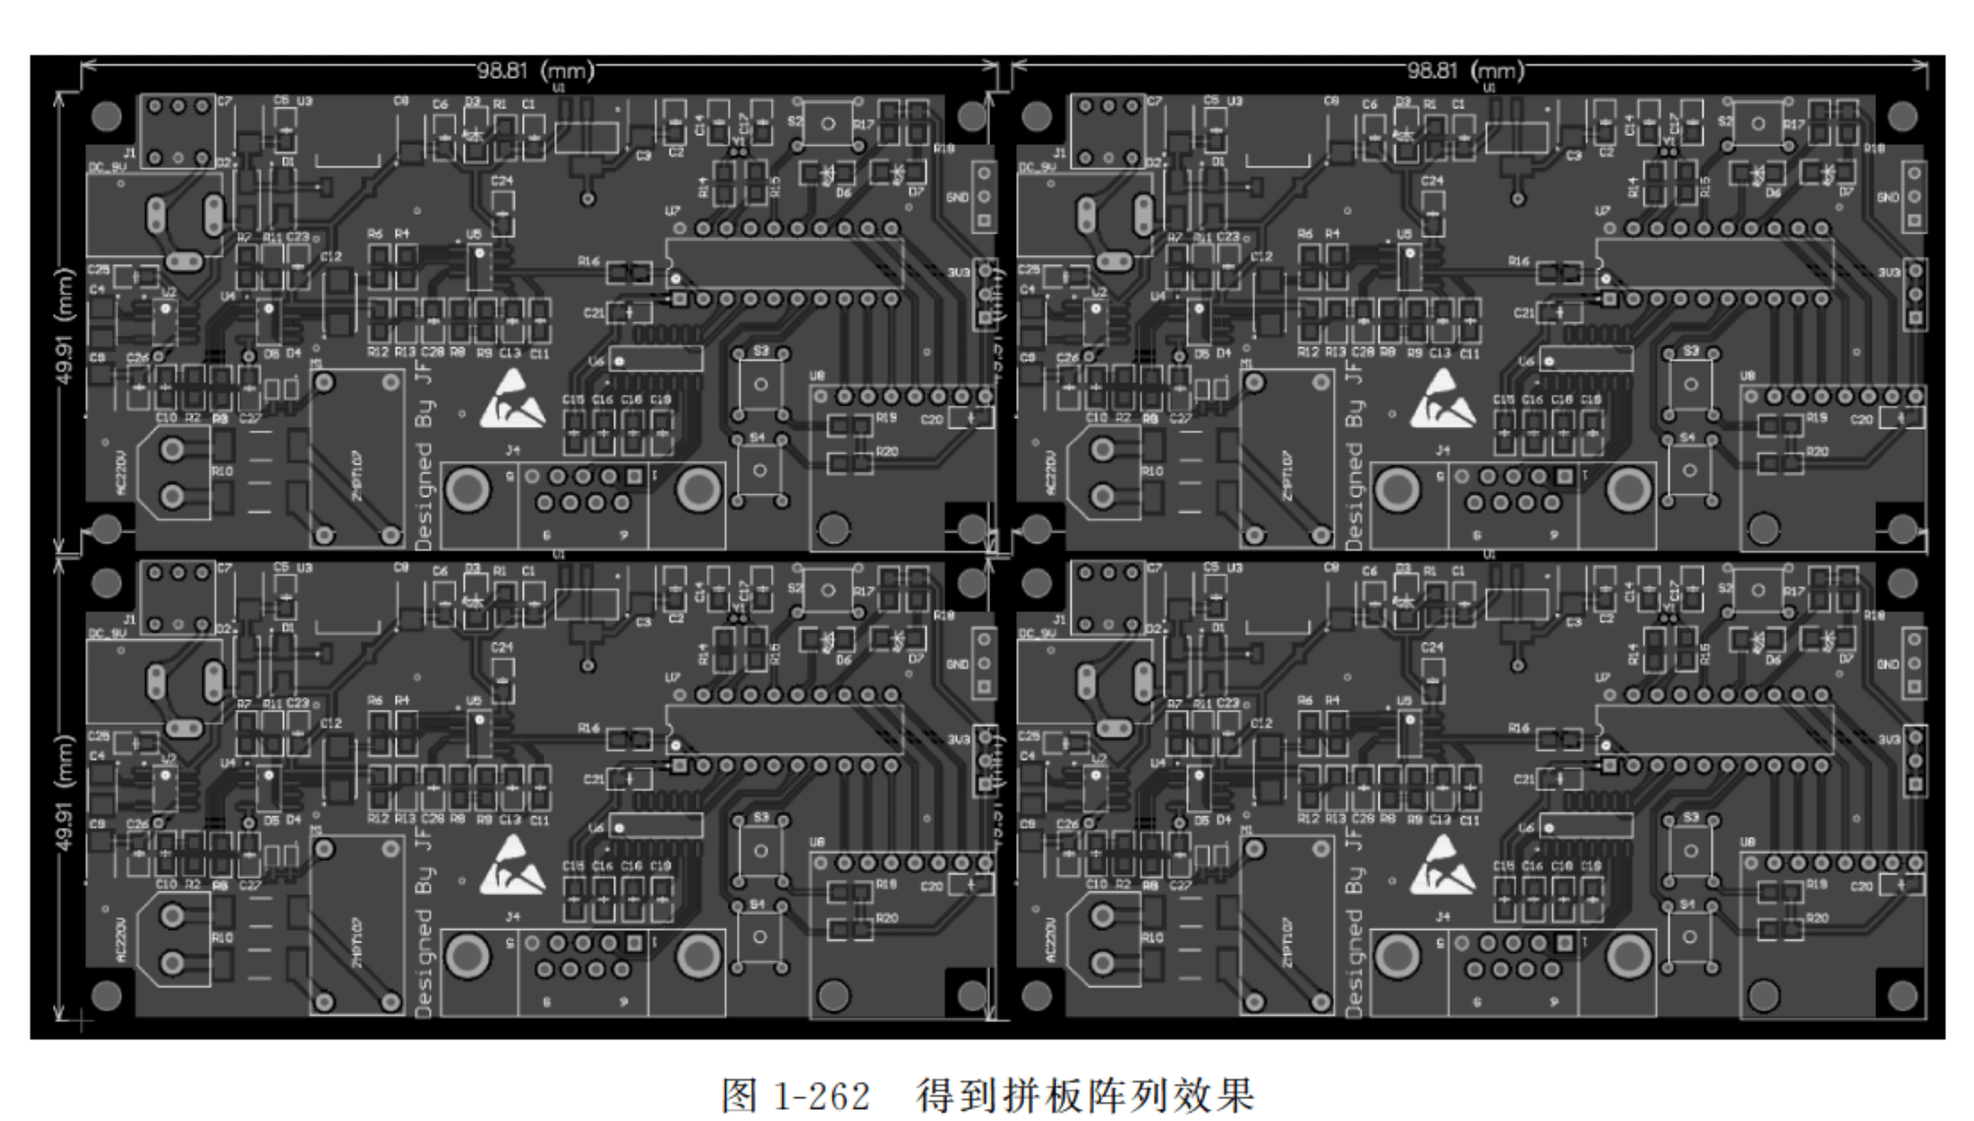

图 1-262　得到拼板阵列效果
(5) 设置以上参数后,按 Enter 键,放置阵列拼板到 PCB 中,如图 1-262 所示。